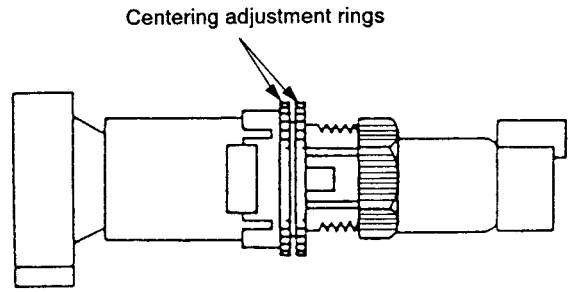

Fig. 7-51.
1) Turn the centering adjustment rings to provide an image with even right, left, upper and lower margins. (See Fig. 7-51.)